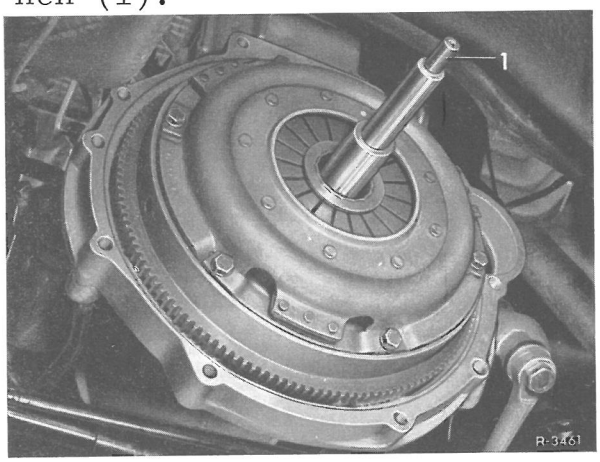

Fig.25-1/4
9 Kobling sættes på,og befæstelsesboltene spændes efter hinanden hver gang med 1 til 1½ omdrejning, indtil koblingen er spændt fast (fig.25-1/4).Til slut fjernes dornen (1).